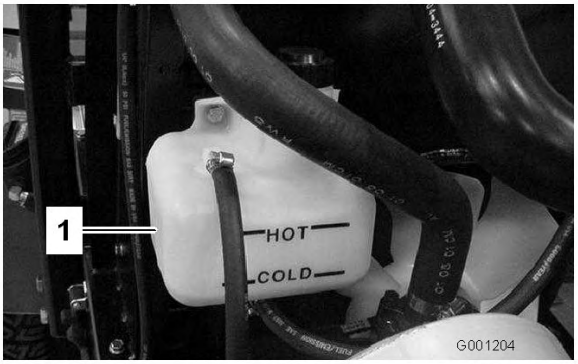

Figur 23
1. Kontroller kølevæskestanden i ekspansionsbeholderen (Figur 23). Væskestanden skal ligge mellem mærkerne på siden af beholderen.